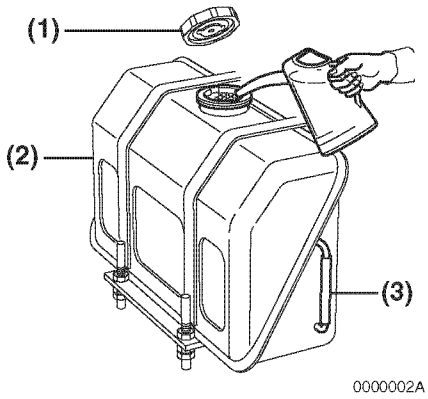

*Figure 1*
1. Clean the area around the fuel cap **(Figure 1, (1))**.
2. Remove the fuel cap from the fuel tank **(Figure 1, (2))**.
3. Observe the fuel level sight gauge **(Figure 1, (3))** and stop filling when gauge shows fuel tank is full. NEVER overfill the fuel tank.
4. Replace the fuel cap **(Figure 1, (1))**, hand tighten. Over tightening the fuel cap will damage it.